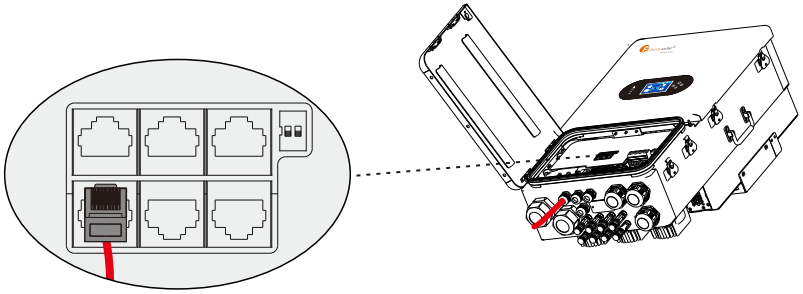

Figura 4.8-1 Interfaz DRMS
Paso 1. Abra el pestillo desde el lado derecho de la máquina. Consulte la Figura 4.8-1.